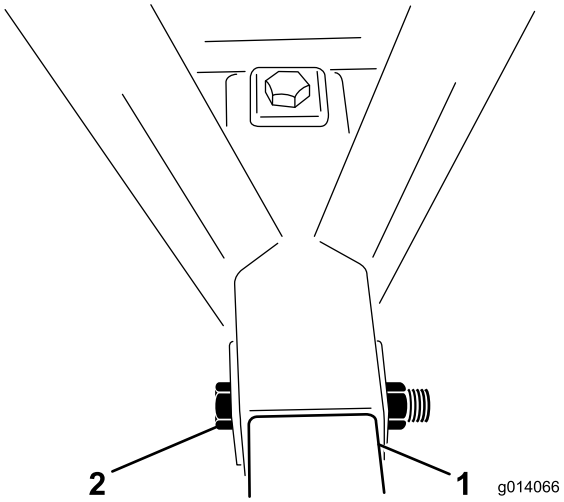

Figur 4
5. Plasser den første 1 x 6–1/2 tommers bolt gjennom rammen og koblingsrøret og sett på plass låsemutteren (Figur 4).
6. Plasser den andre 1 x 6–1/2 tommers bolten gjennom toppen på rammen og ned gjennom koblingsrøret. Sett på plass låsemutteren (Figur 4).